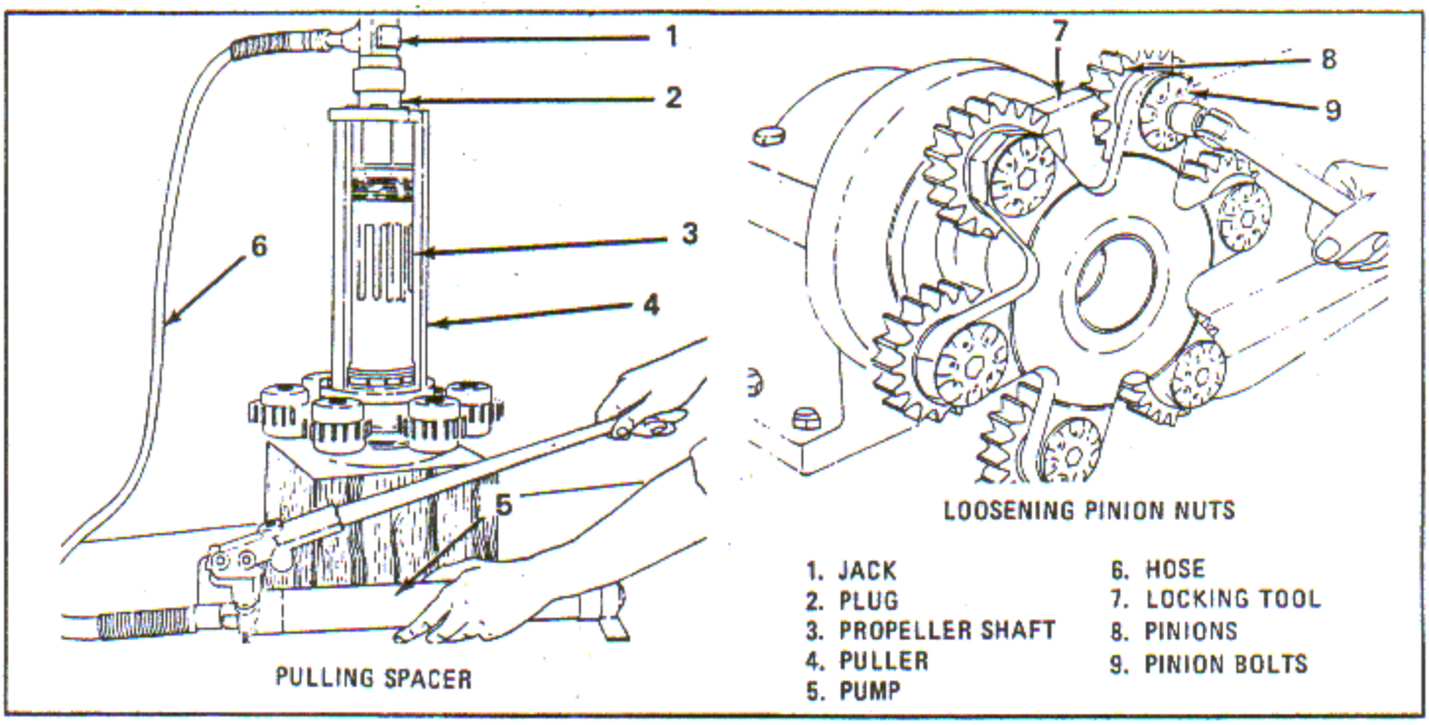

Figure 4-33. Pulling Propeller Shaft Thrust Bearing Spacer and Loosening Reduction Driving Gear Pinion Nuts (R1820-76 Series, -86A, -86B)
a. Place plug (2, figure 4-33) in the end of propeller shaft (3). Install puller (4) around the propeller shaft thrust bearing spacer.
b. Install jack (1), into puller (4), over adapter. Using hose (6), and pump (5), remove the spacer. Remove the spacer rings.
c. Place propeller shaft (3) in adapter and install assembly in fixture as shown. Install locking tool (7), between reduction driving gear pinions (8).